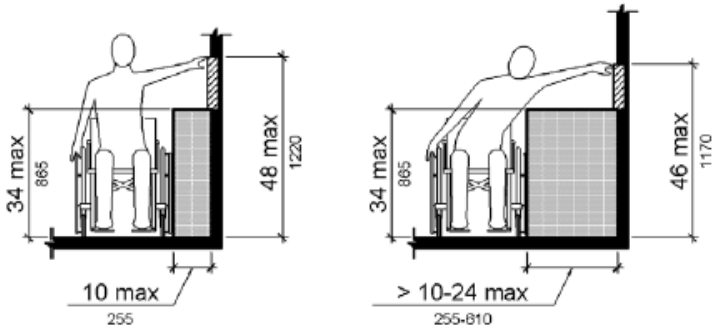

Figure 2-7 Side Obstructed Reach Range
- The unobstructed side reach range is 15” minimum and 48” maximum above the floor. These same dimensions are permitted where an obstruction depth is 10” maximum, as shown in Figure 2.7.